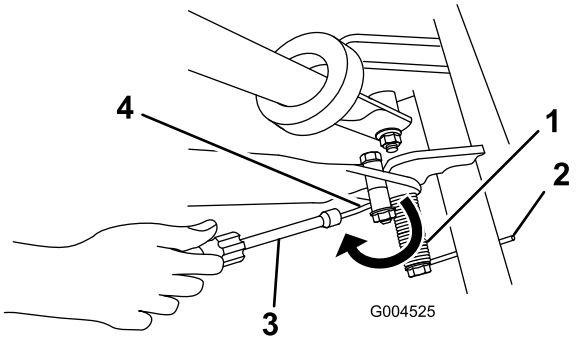

Figure 10
6. Placez une clé à écrous sur l'extrémité du ressort en la dirigeant vers l'arrière et faites passer l'extrémité du ressort sous l'entretoise de la béquille (Figure 10).